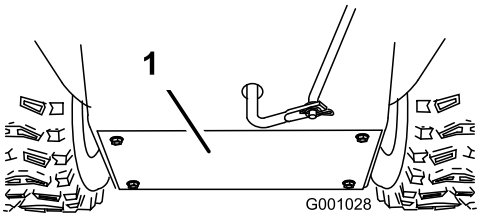

Figur 45
3. Ta bort den bakre kåpan (Figur 45).